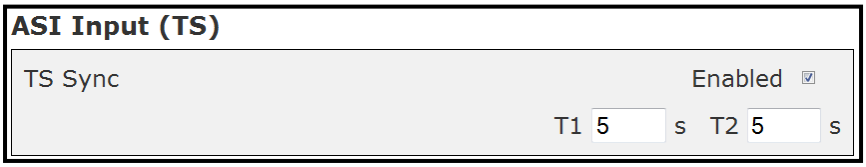

Fig. 28: Switch criteria for main and backup input source - ASI Input (TS).
⇒ The following menu for **ASI Input (TS)** appears (see Fig. 28):